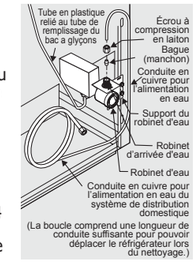

Figure 1
4. **Si vous utilisez un tube en cuivre** - Faites glisser l'écrou à compression en laiton, puis emballez (manchon) sur la conduite d'alimentation en eau. Poussez la conduite d'alimentation en eau dans l'entrée du robinet d'eau aussi loin que possible (¼ pouce / 6,4 mm). Faites glisser la virole (manchon) dans l'entrée de la vanne et serrez l'écrou de compression à la main sur la vanne. Serrer un autre demi-tour avec une clé; Ne pas trop serrer. Voir la figure 1.